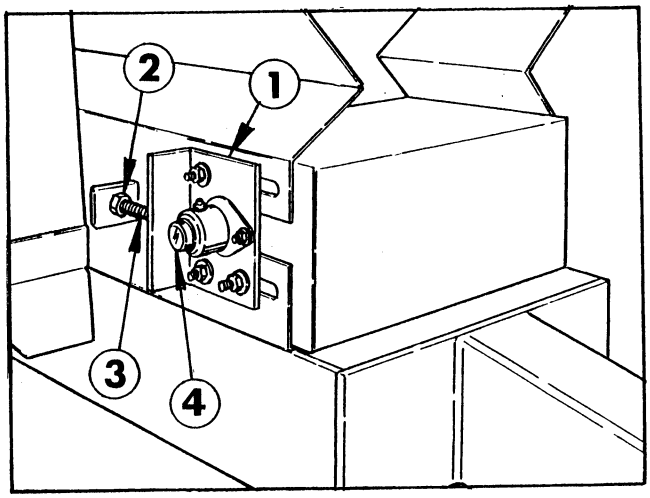

FIG. 10
A. Loosen the three nuts in the two front Bearing Plates and the jam nuts on the set screws. See FIG. 10. Turn the set screws against the Bearing Plate flanges, to slide the Idler Shaft forward.